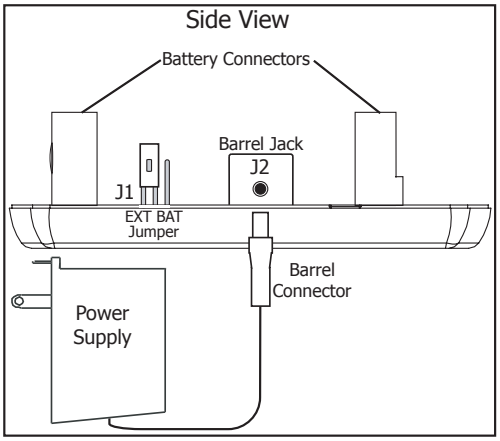

Figure 3: 1118 Side View
4. Plug the barrel connector into the J2 barrel jack at the side of the 1118 cover. See Figure 3.